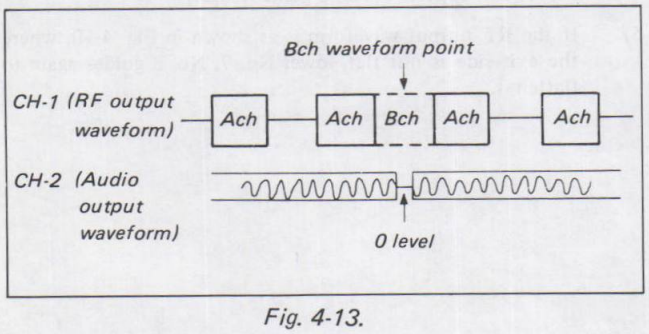
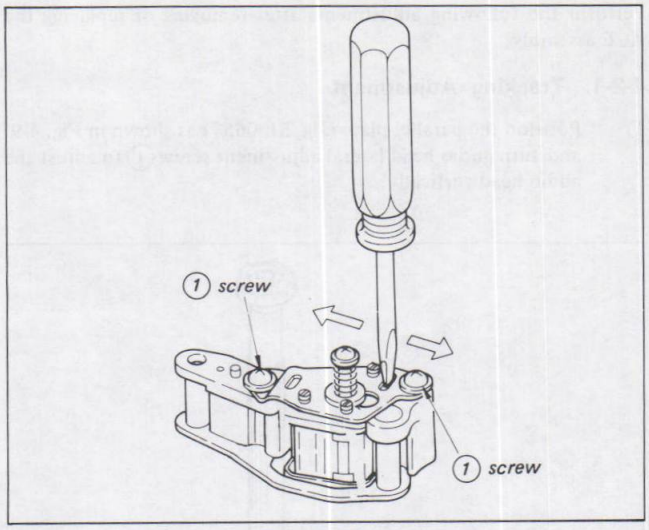

Fig. 4-13.
Fig. 4-14.
3) Turn the tracking control knob back and forth, and confirm that the output waveform level is maximum at the center click position, and that the 0 level of the audio signal is at the point where the RF output waveform Bch waveform appears, as shown in Fig. 4-13.
Set the tracking control knob at the center click position and loosen the two ACE assembly position adjustment screws (1). As shown in Fig. 4-14, slide the ACE assembly with a screwdriver until it is in the position shown in Fig. 4-13 and the RF output waveform is maximum. Tighten the screws when this position is obtained.